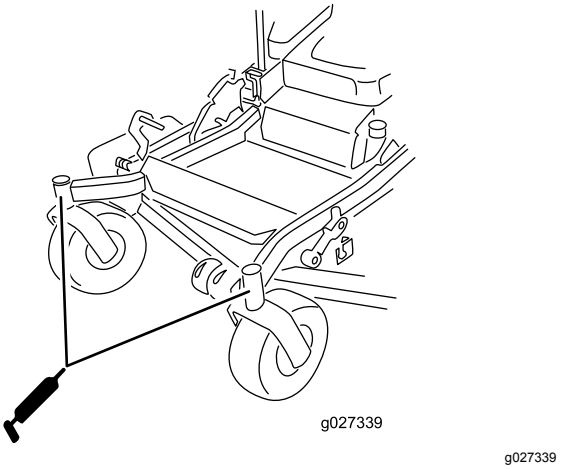

Figur 50
12. Monter den sekskantede prop og støvhætte (Figur 50).
13. Smør styrehjulslejerne (Figur 50).